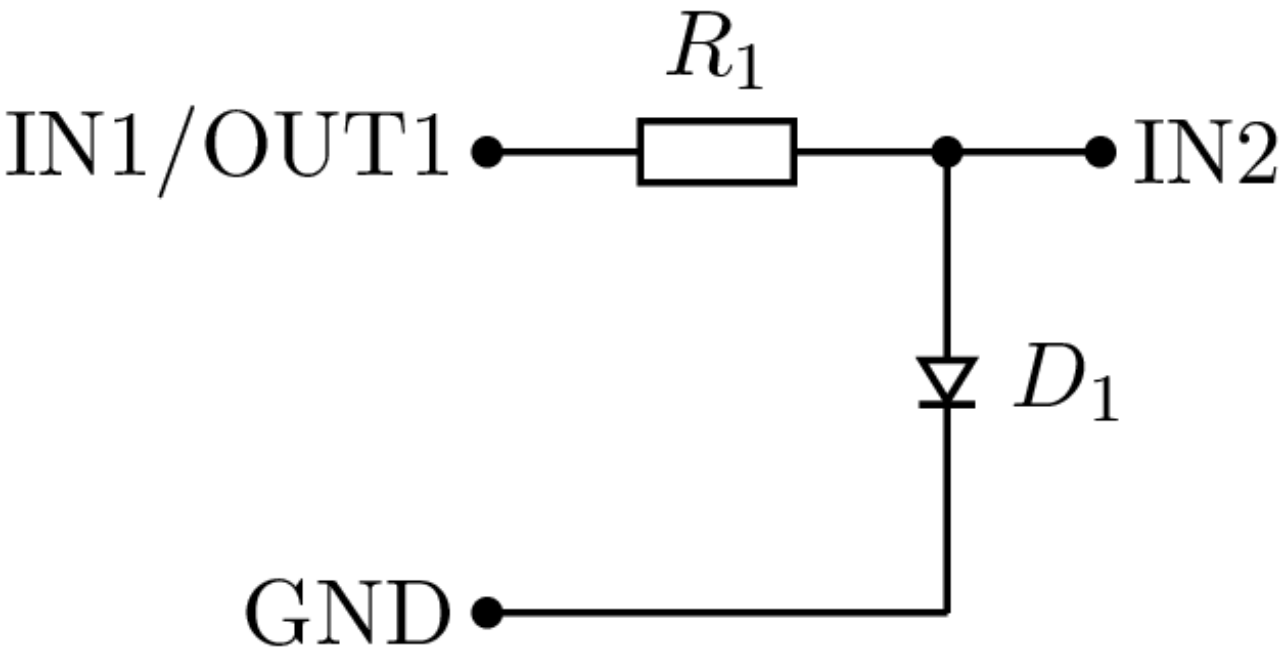

Abbildung 3.2.: Anschlussplan für Dioden IV-Kurven
Die Strom- und Spannungseigenschaften der pn-Übergangsdiode können mit dem STEMlab und den in Abbildung 3.2 dargestellten Anschlüssen gemessen werden. Richten Sie die Steckplatine mit dem Generator OUT1-Kanalausgang an einem Ende des Widerstandes ein. Das andere Ende des Widerstandes ist mit einem Ende der zu messenden Diode verbunden, wie im Diagramm dargestellt. Die Eingangskanäle IN1 und IN2 sind ebenfalls unterschiedlich angeschlossen, daher werden Diodenstrom und -spannung:
- Die Schaltung aus Abbildung 3.2 ist für Sie auf einer Platine aufgebaut und wird via SMA-Verbindern an das STEMlab angeschlossen.